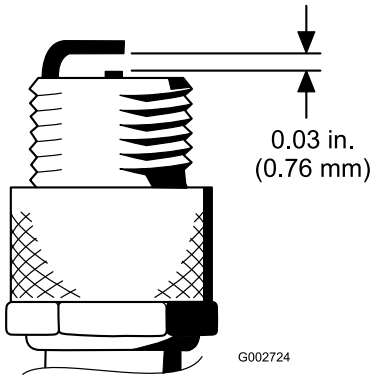

**Figur 45**
4. Indstil gnistgabet mellem midten og siden af elektroderne til 0,76 mm (Figur 45).